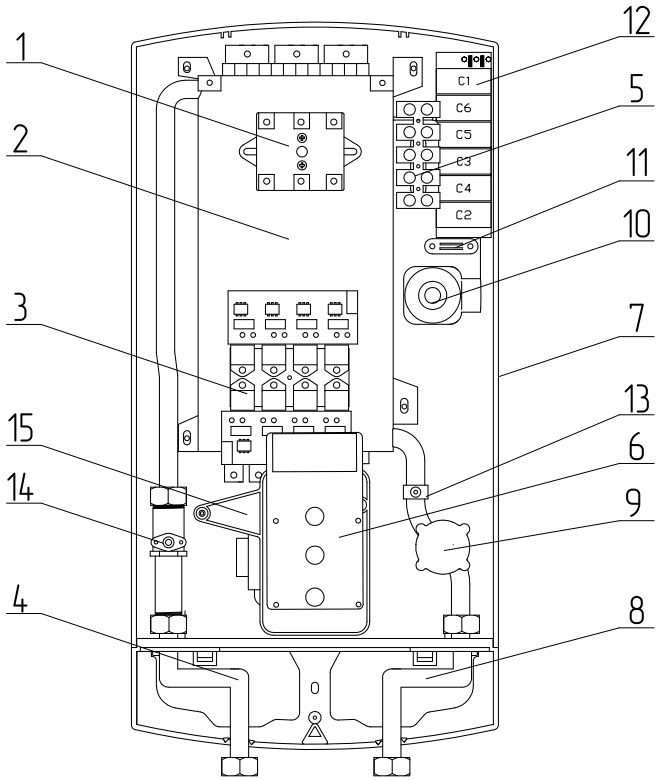
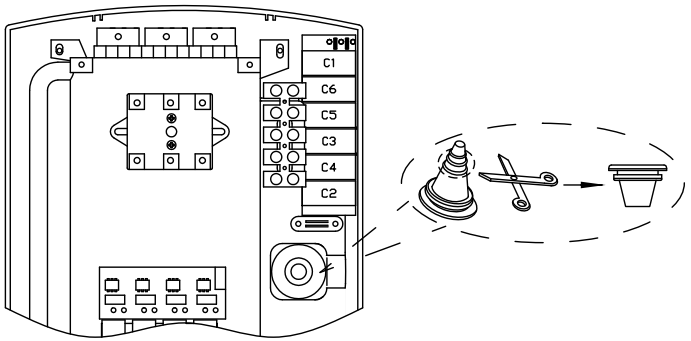

Рис.1 Устройство водонагревателя 9-24 кВт
Рис.5 Обрезка резиновой водонепроницаемой втулки
1. Снимите резиновую водонепроницаемую втулку (**Рис.1**, **поз.10**). Обрежьте ее под толщину электрического кабеля, как показано на **Рис.5,** и вставьте обратно в кабельный ввод. Протяните кабель питания через отверстие в резиновой втулке, открутите фиксатор кабеля (**Рис.1**, **поз.11**);
3. Закрепите кабель питания фиксатором (**Рис.1**, **поз.11**) и установите переднюю крышку, зафиксировав ее винтом.